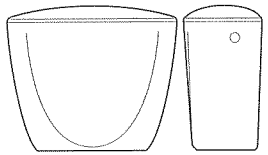

Рис.7
-бачок смывной кнопочный или с верхним пуском с боковой подводкой высокий (рис. 7).